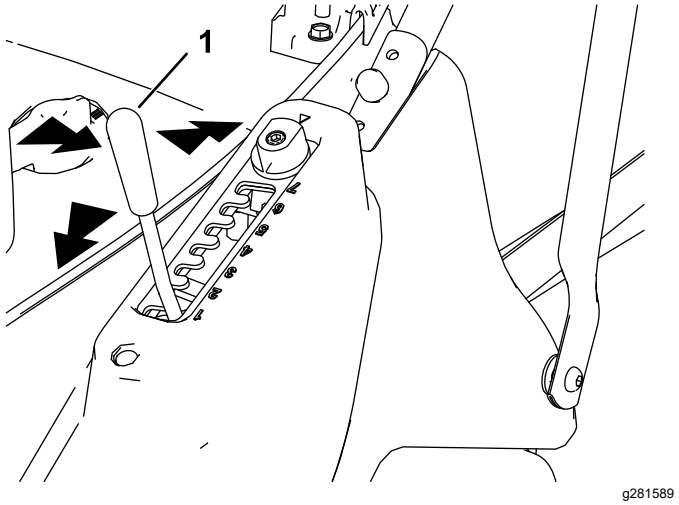

Figur 12
1. Tag fat i klippehøjdegrebet, og træk det til siden for at trække det ud af låsehakket (Figur 12).
2. Skub grebet fremad for at sænke eller træk det bagud for at hæve klippehøjden (Figur 12).
3. Slip grebet i den ønskede position, og sørg for, at det låses godt fast i 1 af de 7 indstillingshakker (Figur 12).